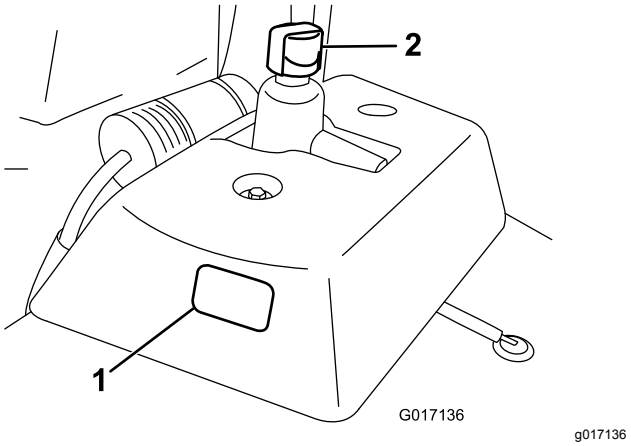

**Figur 22**
1. Ställ maskinen på en plan yta. Försäkra dig om att maskinen har svalnat så att oljan är kall. Kontrollera oljenivån med hjälp av inspektionsfönstret som sitter på sidan av reservoljetanken (Figur 22). Om oljenivån hamnar mellan de två markeringarna på inspektionsfönstret så finns det tillräckligt med olja.